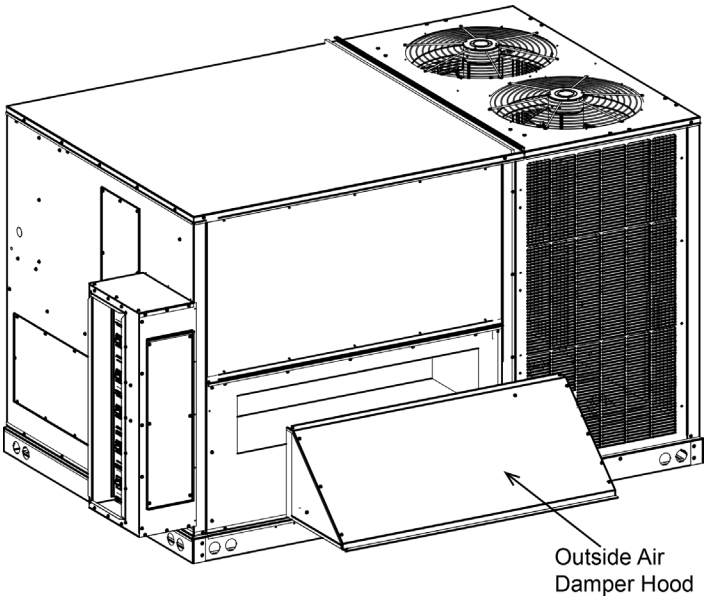

Figure 13 - Medium Damper Hood
6. Fasten the fully assembled outside air damper hood to outside air damper assembly using provided screws (see Figure 13).